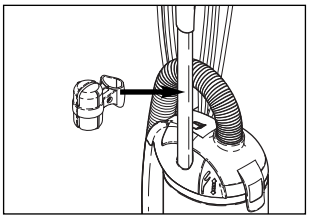

Figure 3
Installer la bague de fixation (21) sur l'embouchure du manche (5) en utilisant la vis fournie. Insérer l'suceur pour les recoins et la brosse à dépoussiérer dans l'élément de fixation (voir figure 3).